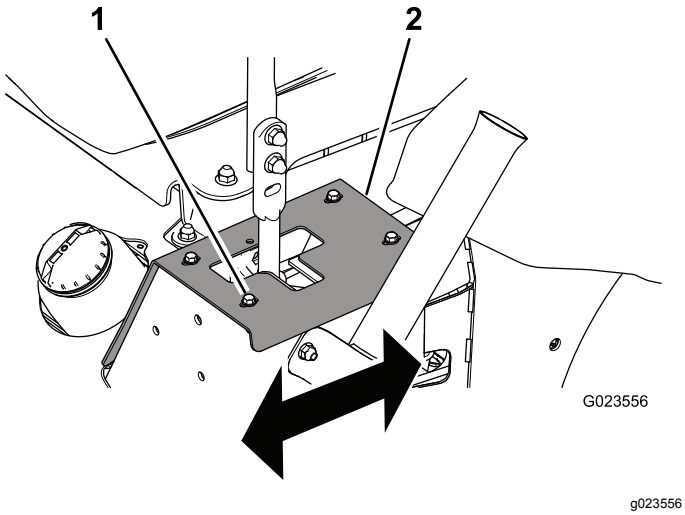

Figur 55
- Hvis maskinen sporer til høyre, må du løsne boltene og justere den venstre stopplaten til maskinen sporer rett fremover (Figur 55).
- Hvis maskinen sporer til venstre, må du løsne boltene og justere den høyre stopplaten til maskinen sporer rett fremover (Figur 55).
1. Skrue (4)
3. Stram boltene for å feste stopplaten (Figur 55).